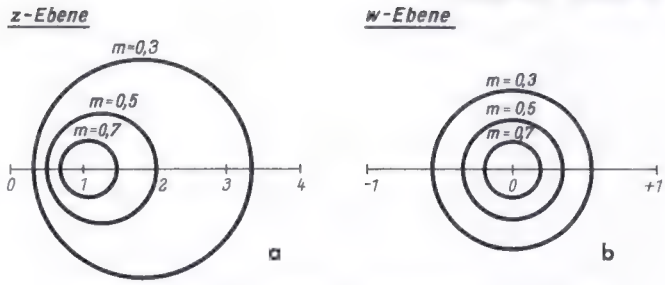

Bild 6. Die Kreise konstanten Reflexionsfaktors (m) in der z-Ebene (Bild 6a) und in der w-Ebene (Bild 6b)
5) Transformation der m-Kreise (Bild 6)